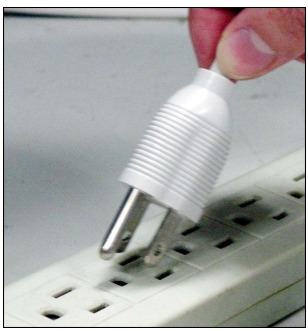
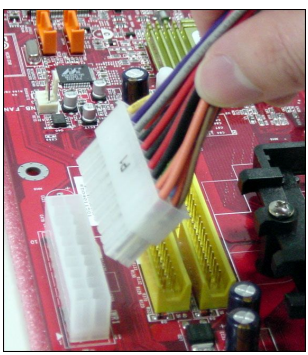
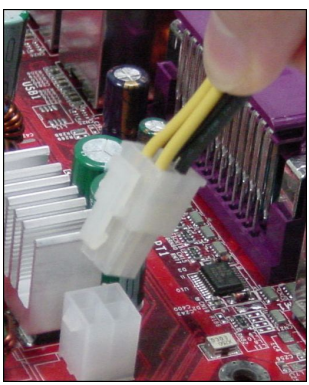

Figur 1:
Figur 2:
Figur 3:
2. Wenn keine CPU installiert ist, schützen Sie immer den CPU-Sockel durch die Plastikabdeckung (Figur 1).
Ziehen Sie vor der ersten Installation (gezeigt in der Figur 1)oder bei der Aufrüstung des Systems die Stromstecker (gezeigt in der Figur 2 & Figur 3).